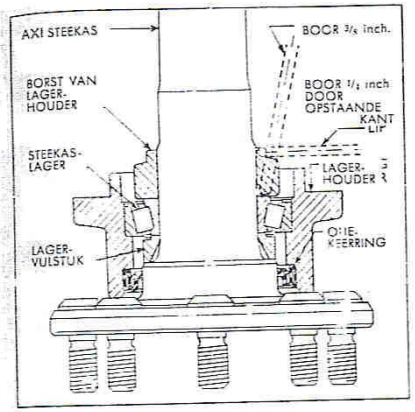

Afb. 2 - Het boren van de borst van de lagerhouder.
1. Plaats de as horizontaal met twee van de wielbouten op een blok hout om draaien van de as te voorkomen. Geef een slag met een centerpunt in v stand op het opstaande vlak van de borst van de lagerhouder en boor hie een gaatje; eerst met een geleideboor van 1/8 inch en daarna met een 1, metaalboor (zie afb. 2). Boor voorzichtig en stop zodra de boor op het l oppervlak van de as komt, hetgeen merkbaar is als de boor plotseling gaat draaien.